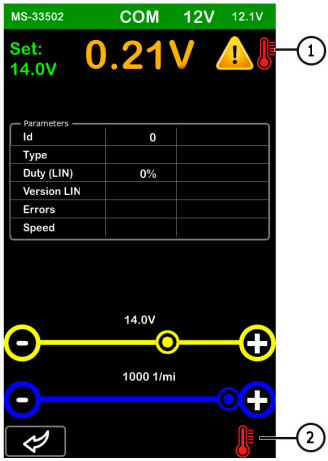

Рисунок 14
2. У разі перегріву регулятора напруги з’являться відповідні іконки (див. рис. 14).